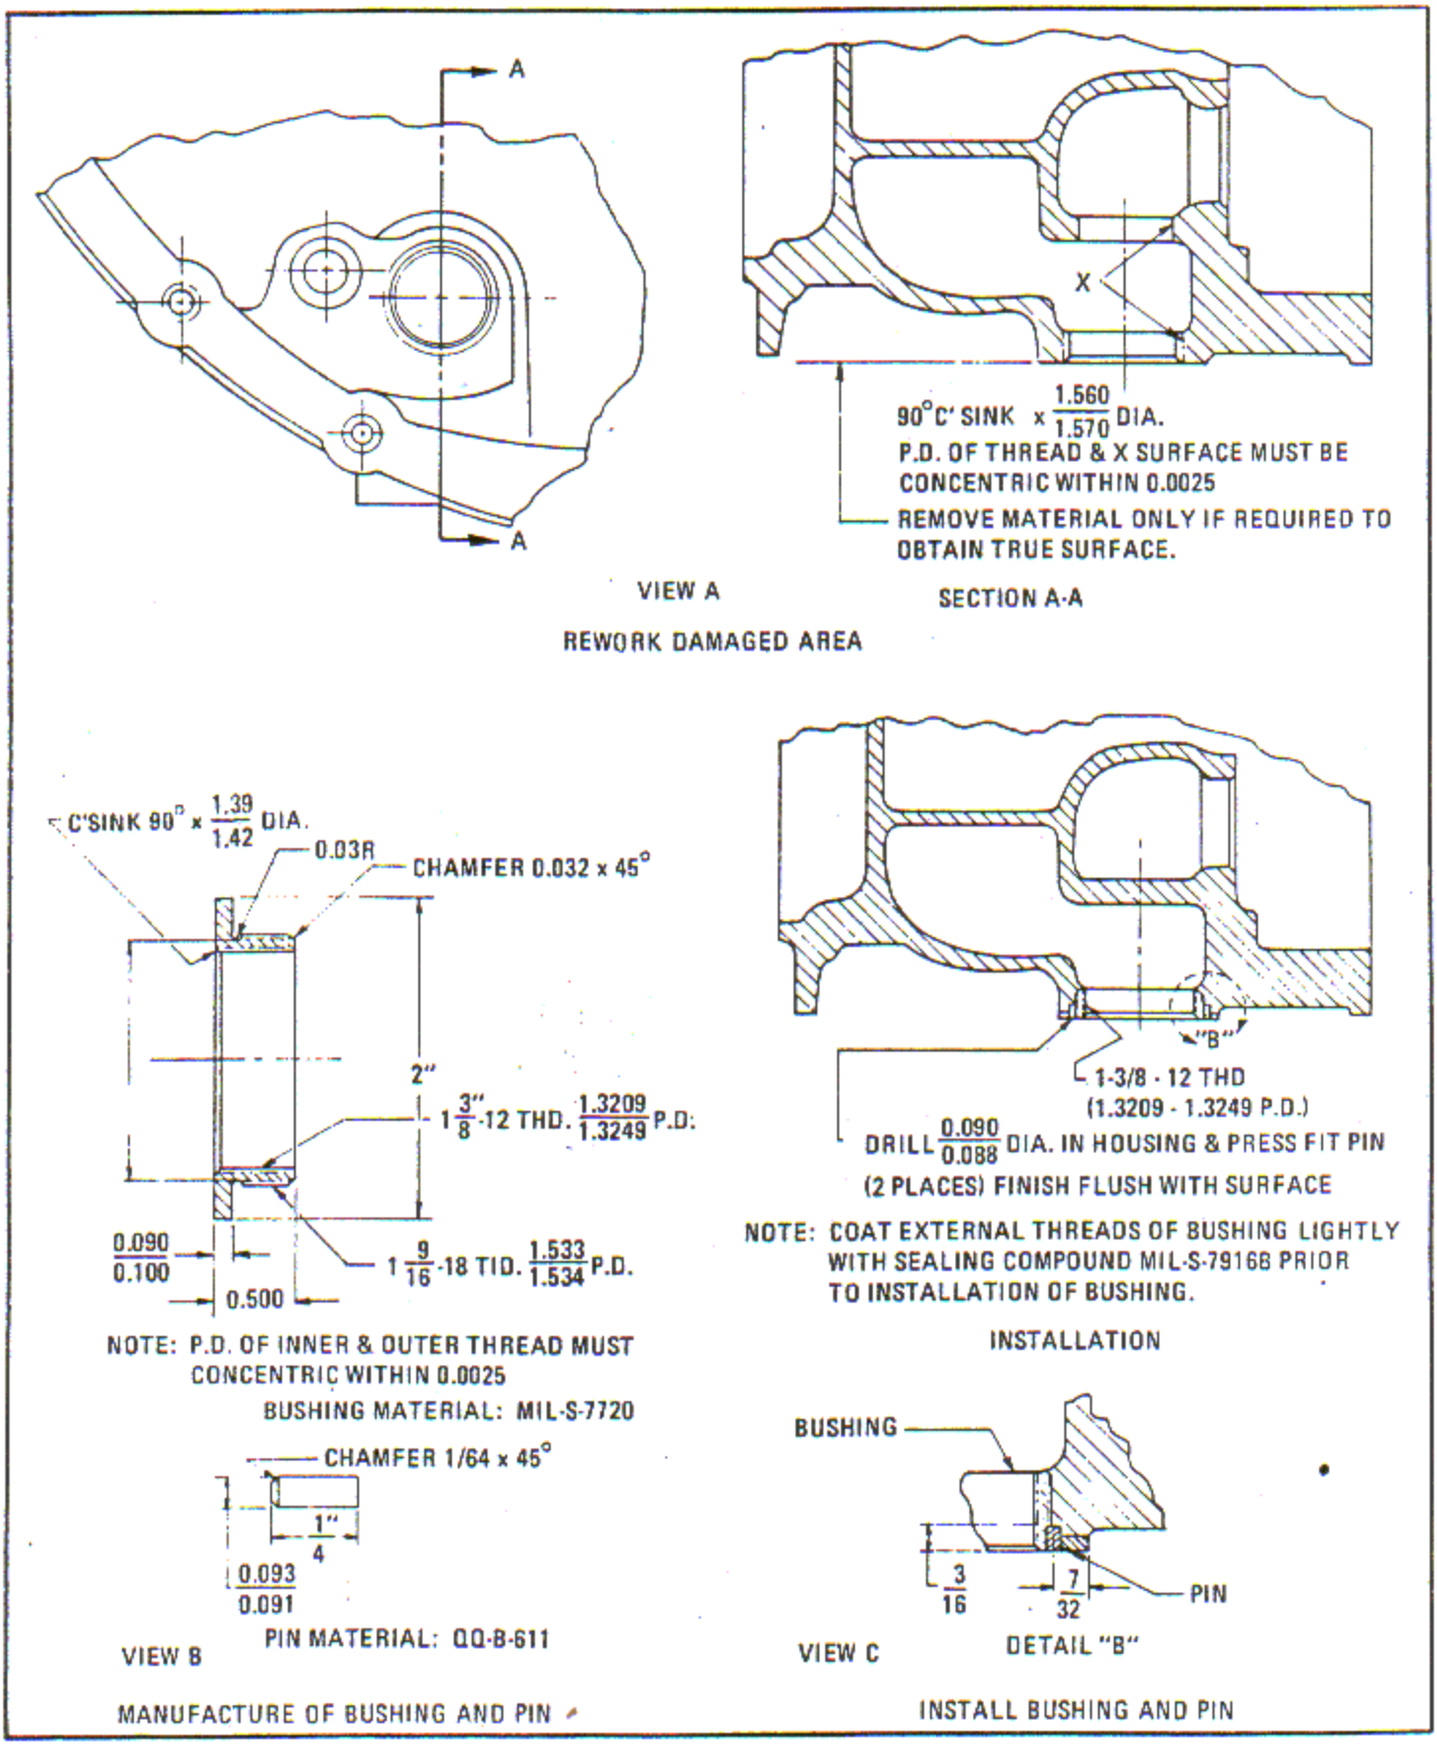

Figure 6-222. Supercharger Rear Housing Rework at Magnetic Drain Plug Adapter Boss
a. Rework the damaged surface as shown in figure 6-222, view A.